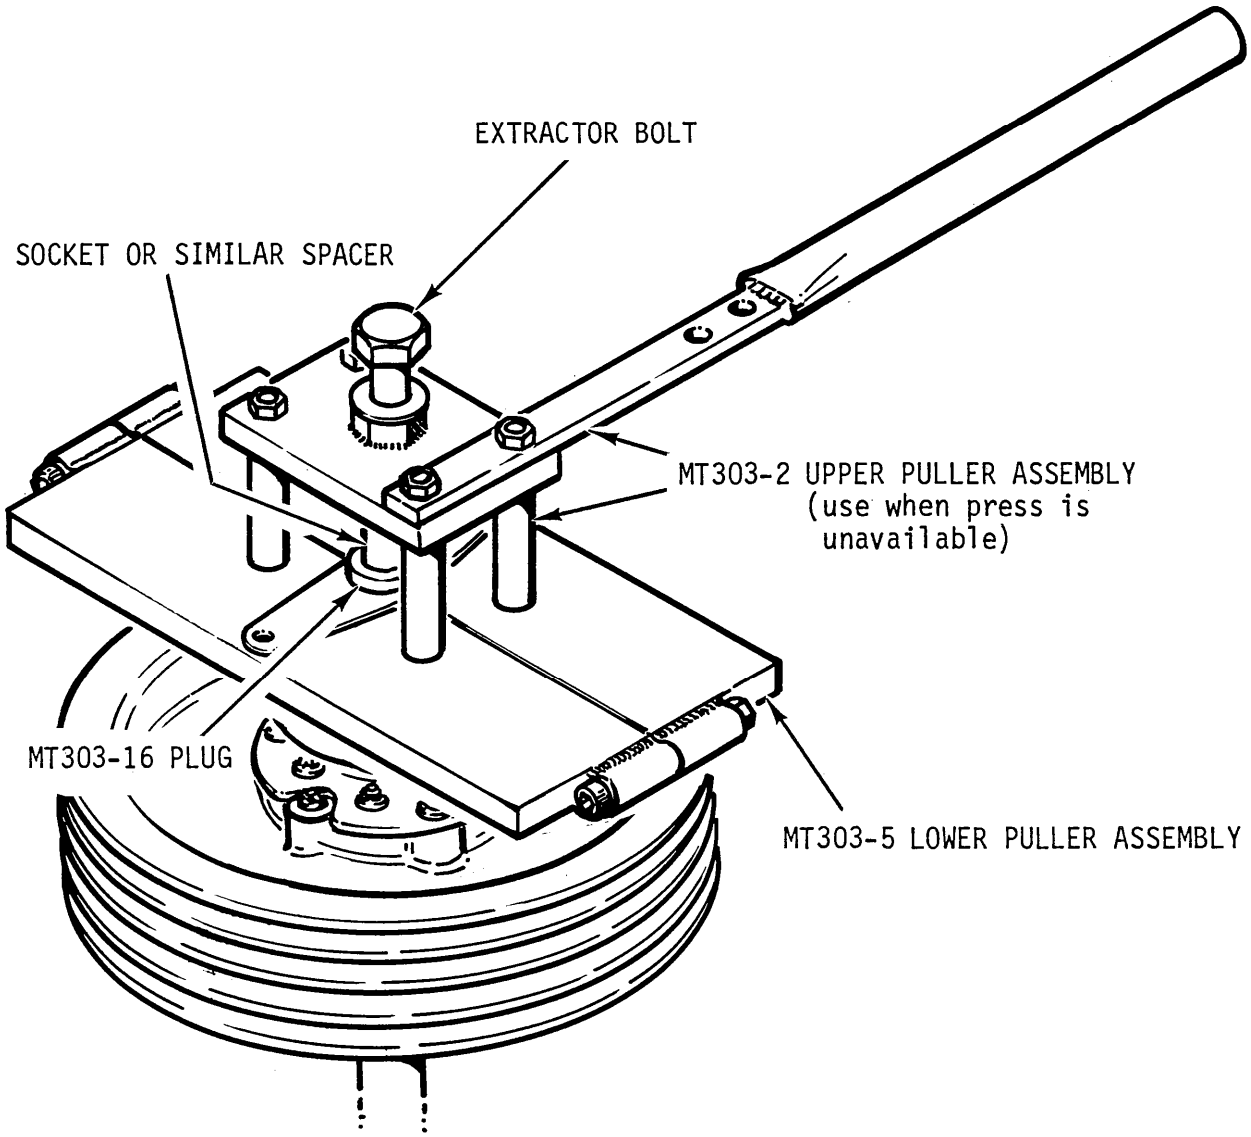

FIGURE 7-6C A195 YOKE REMOVAL
a. If a press is available, assemble MT303-5 lower puller assembly around clutch shaft between A184 bearing and A195 yoke. Flat face of puller must be towards yoke. Refer to Figure 7-6C. Insert MT303-16 plug thru A195 yoke bore into clutch shaft and press shaft out of yoke.
b. If a press is not available, assemble MT303-5 lower puller assembly with MT303-2 upper puller assembly per Figure 7-6C. Flat face of puller must be towards yoke. Insert MT303-16 plug thru A195 yoke bore into clutch shaft. Place a deep socket (or similar) between MT303-16 plug and extractor bolt. Tighten bolt and remove A195 yoke.